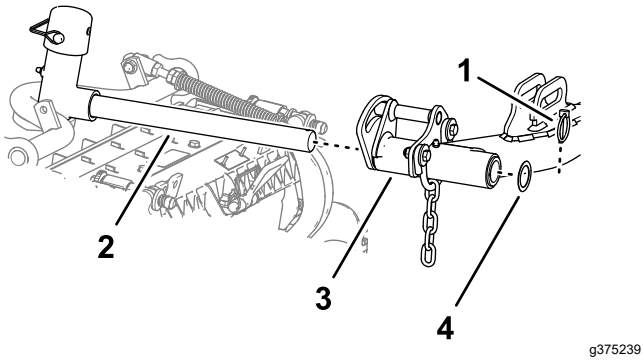

**Figuur 22**
5. Schuif een maai-eenheid onder de hefarm (Figuur 22).